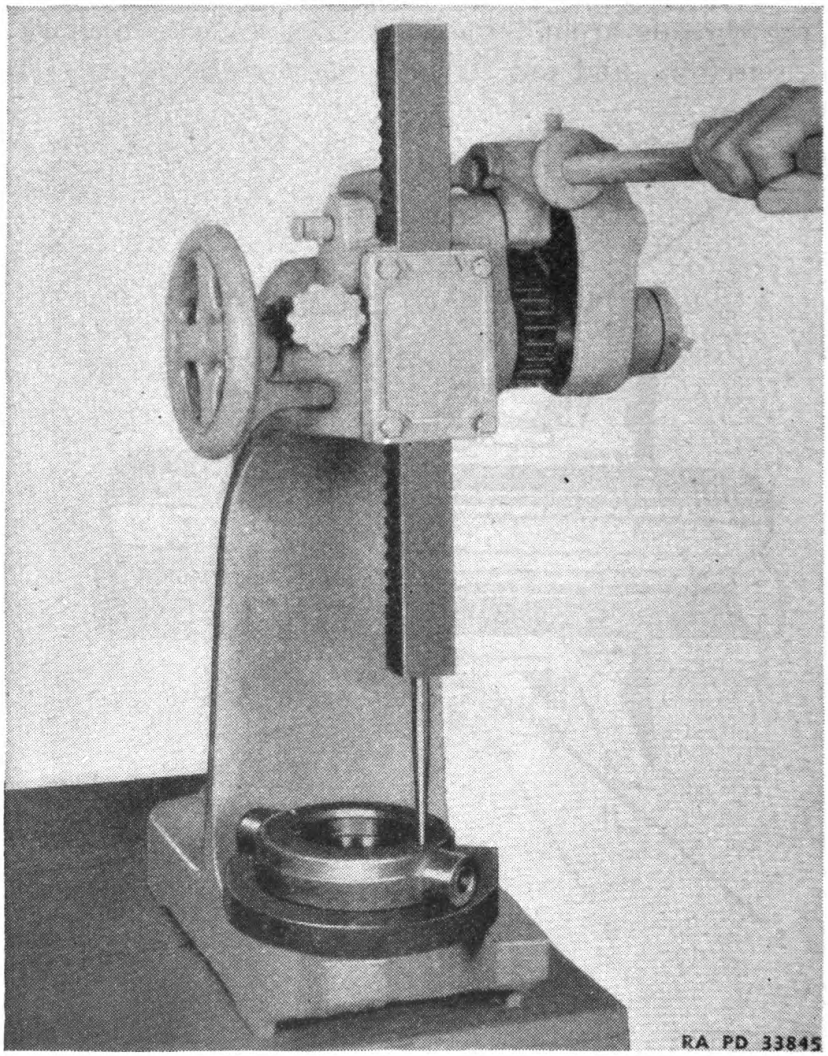

FIGURE 129.—Release bearing removal.
(2) Two ⅜-inch holes (fig. 129) are provided in the steering clutch release bearing cage to facilitate removal of the release bearing.